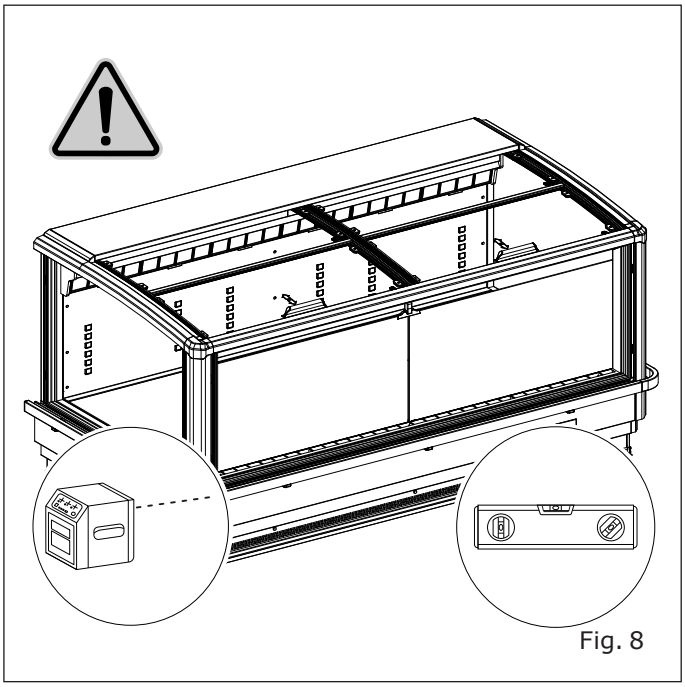

Fig. 8
- Sobre un suelo nivelado ("Fig. 8").